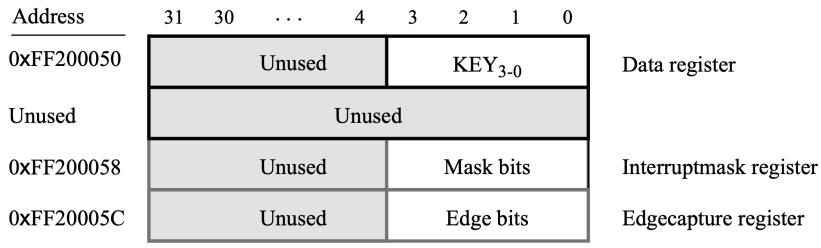

Figure 2: Parallel port connected to the pushbutton keys
The usage and legality of each of the parallel GPIO port registers depends on the device configuration itself. For example, there are only four keypress buttons on the DE10, and the device is read-only, so the device is setup as in Fig. 2.
2. To read a keypress button, you must consult the data register of the KEY GPIO port, located at address `0xFF200050`. As shown in Fig. 2, you will need to check each of the four bits (one for each key) in the data register. The bit will be set (1) when the button is pressed zero when not pressed. You will need to loop while the button is pressed in order to wait until the button is released.